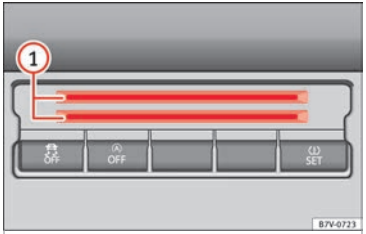

Fig. 179 Centre console, lower section: card compartment
To the bottom of the centre console there is a compartment ››› **Fig. 179** (1) for coins, cards, car park tickets and similar items.